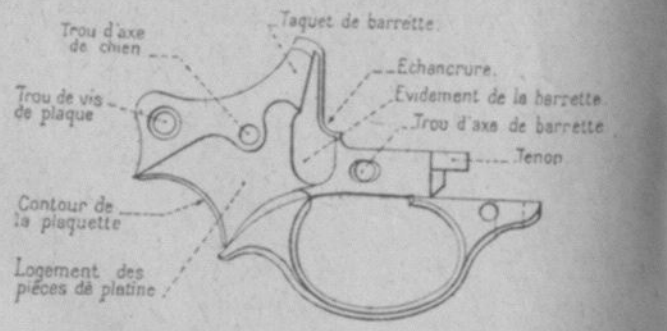

Fig. 12. — Plaque-pontet.
13. La *plaque-pontet* (fig. 12) qui fait à la fois office de plaque de recouvrement et de pontet; le *pontet*, le logement du pivot de plaque-pontet.